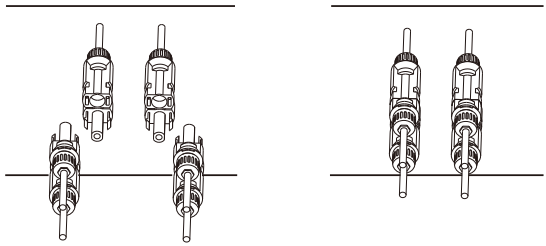

Figura 5.6 Conexão de Entrada CC
d) Por fim, insira o conector CC na entrada positiva e negativa do inversor, conforme figura 5.6